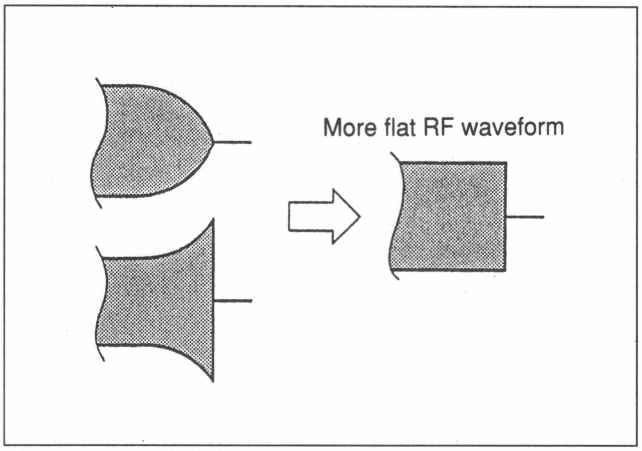

Fig. 8-5-13. RF Contact Waveform Adjustment at Exit Side
(1) Turn the tracking control so that the RF waveform amplitude is maximum.
(2) Turn the tracking control clockwise and adjust the RF waveform amplitude to 80% of its maximum level.
19. Adjust the TG-4 guide height so that the exit RF waveform shown in Fig. 8-5-13 is flatter. When adjusting the guide height, check that the TG-3 guide is set free from the limitation. (If the tape touches the upper flange, readjust the guide height so that the TG-3 guide is set free from the limitation.)